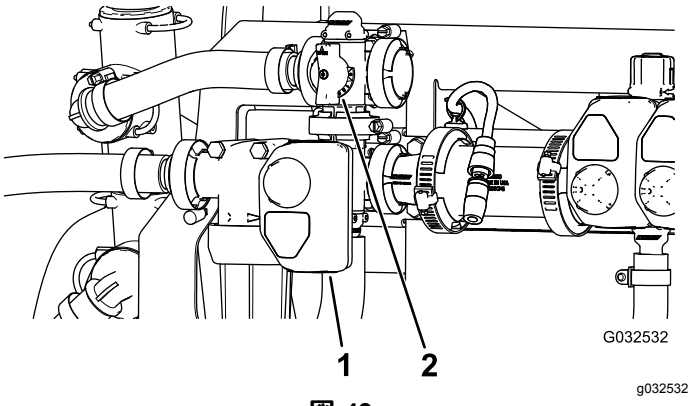

図 49
10. 攪拌バルブの背面についている攪拌バイパスバルブ図 49を使って、水圧計の読みシステム水圧が 6.89 bar7 kg/cm2 = 100 psiになるように調整する。